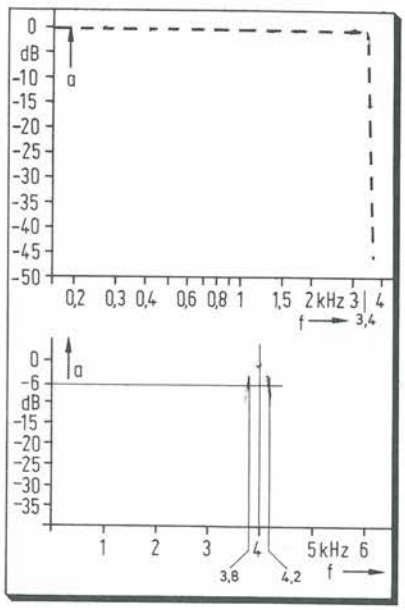

Figura 1. Attenuazione tipica del filtro: filtro passa-basso del decimo ordine e filtro passa-banda del quarto ordine, entrambi integrati nel chip.
- Un filtro passa-basso del decimo ordine che, con una frequenza di clock di 1 MHz, taglia in modo molto netto tutte le frequenze maggiori di 3,4 kHz, vedi Figura 1.
- Un filtro passa-banda del quarto ordine con frequenza centrale di 4 kHz e larghezza di banda di +/−200 Hz, alla frequenza di clock di 1 MHz, vedi Figura 1.